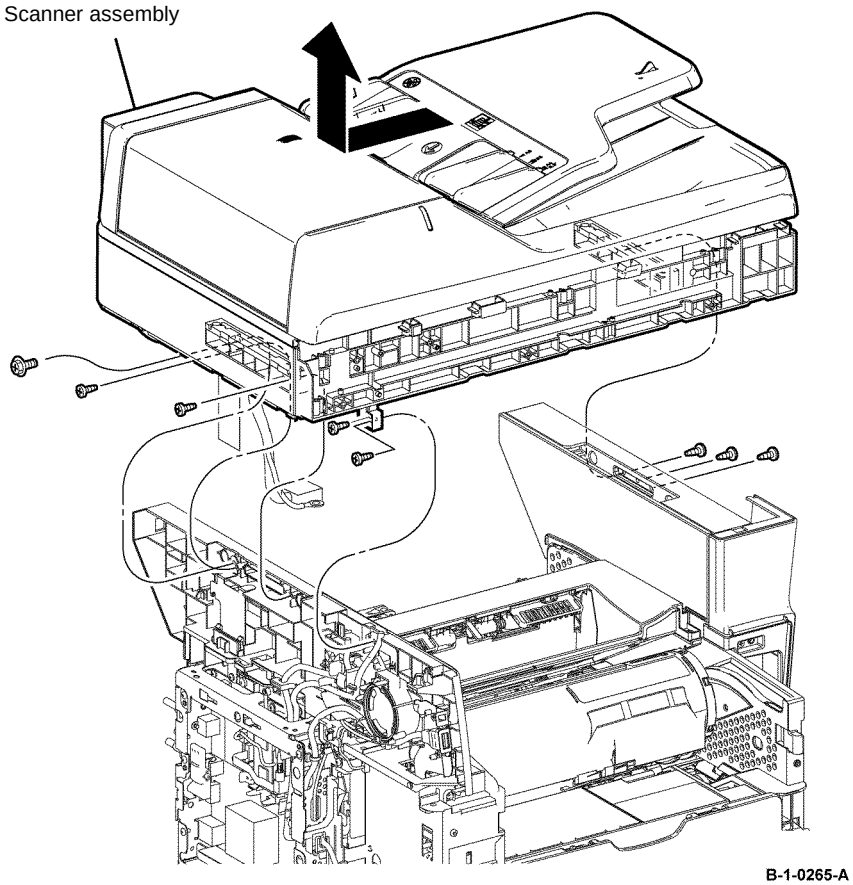

Figure 3 Scanner assembly removal
14. Remove the screw (silver, hexagon head with flange, M4, 8 mm), two screws (silver, tapping, 10 mm), two screws (silver, tapping, 8 mm) on the left, and the three screws (silver, tapping, 10 mm) on the right that fix the scanner assembly. Release four bosses on the scanner assembly from the holes, then remove the scanner assembly, Figure 3.